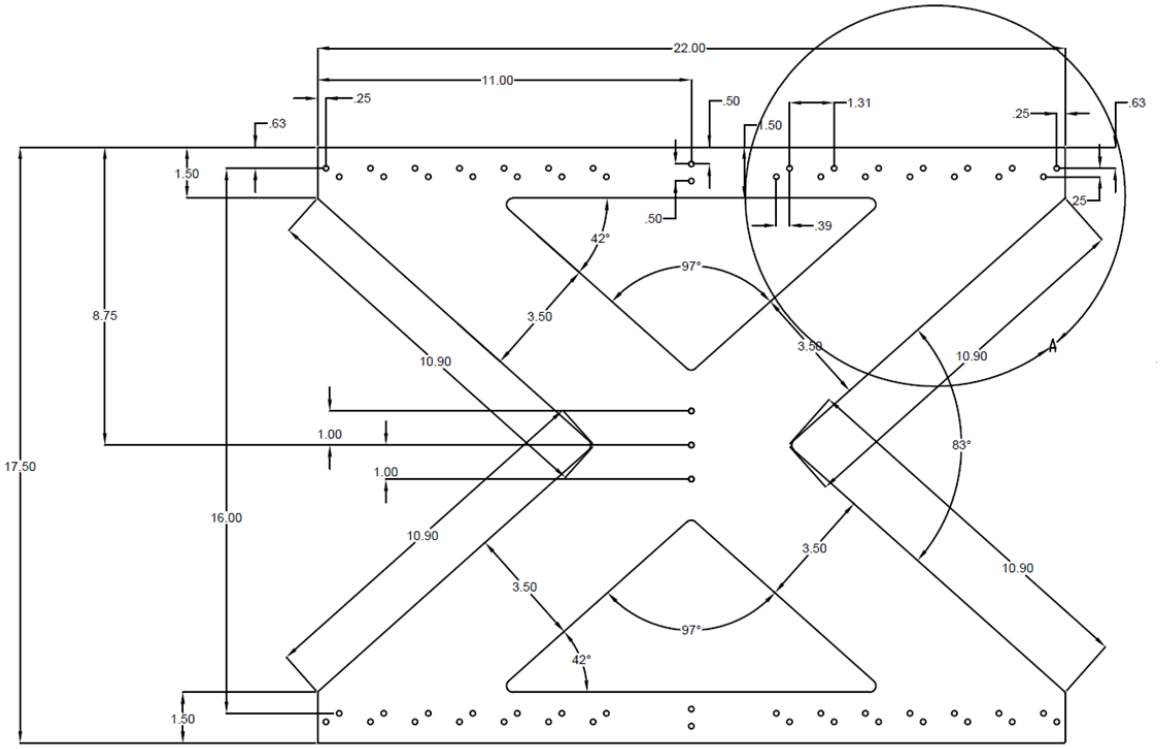
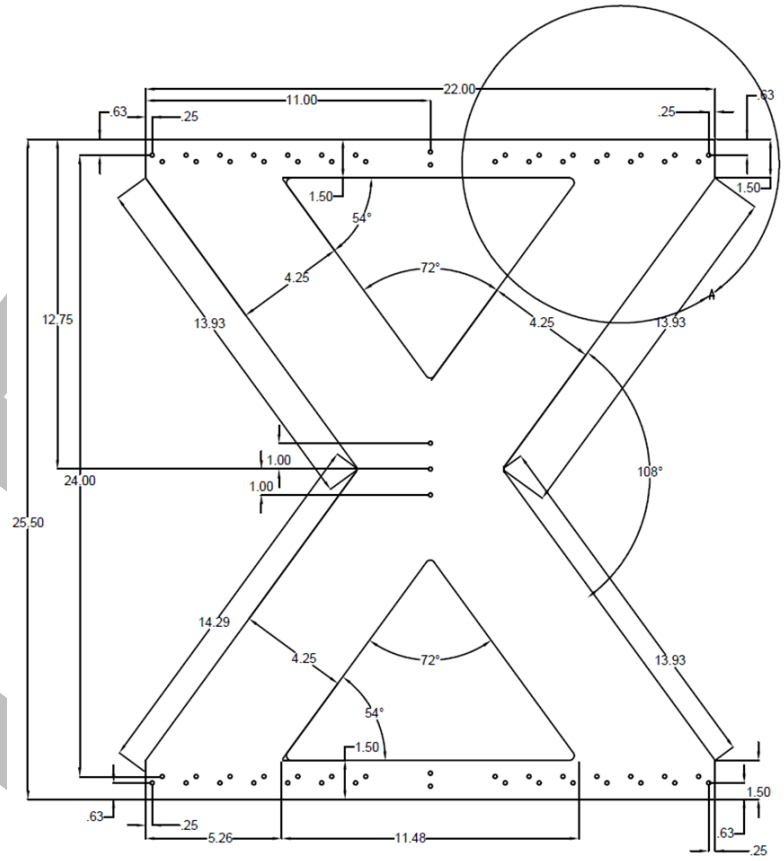

Figure 2. Shear-X™ 16" Bracket Dimension Details
Figure 3. Shear-X™ 24" Bracket Dimension Details
4.1.3 The bracket can be bent to accommodate any roof pitch from 0:12 to 12:12. Shear-X™ is connected to the roof framing members with 10d (0.131" x 3") nails installed in holes pre-punched in the metal bracket (see Figure 2 and Figure 3).